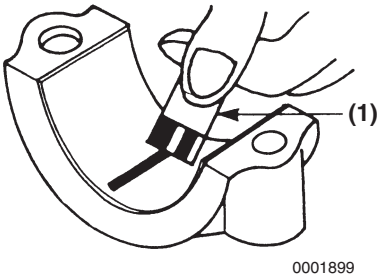

Figure 6-58
9. Compare the width of the flattened PLASTIGAGE **(Figure 6-58, (1))** to the graduation marks on the package. The mark that most closely matches the width of the flattened PLASTIGAGE will indicate the bearing oil clearance. Record the measurement. *See Crankshaft on page 6-8 for clearance specifications.*